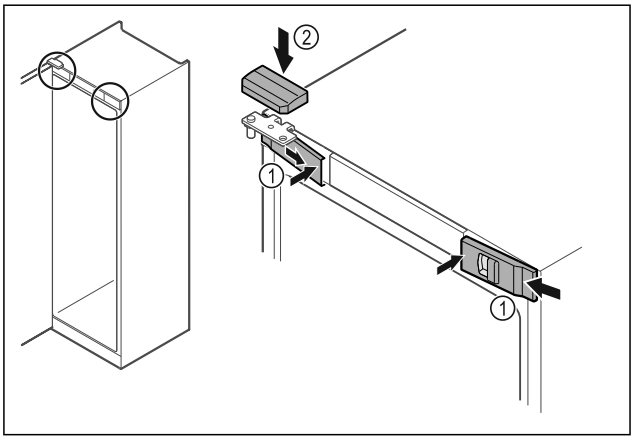

Fig. 42
▶ Hook in the front covers *Fig. 42 (1)* on the side and snap them into place on the inside.
▶ Snap on the top cover *Fig. 42 (2)* from above.